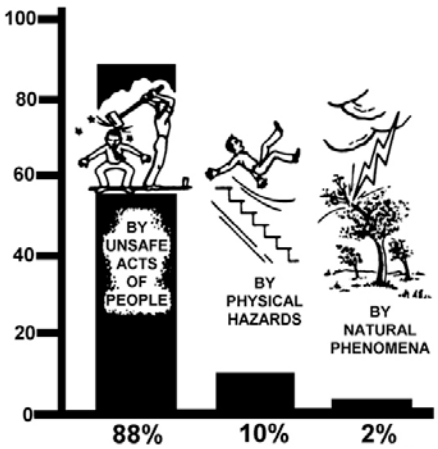

**Figure 2–1. Causes of accidents.**
*Accidents are preventable!* They do not happen without cause. Figure 2–1 shows the causes of accidents. As you can see, most accidents (88 percent) are caused by the unsafe acts of people. If you identify and eliminate the cause, you eliminate the accident. There are three principal methods of accident prevention: